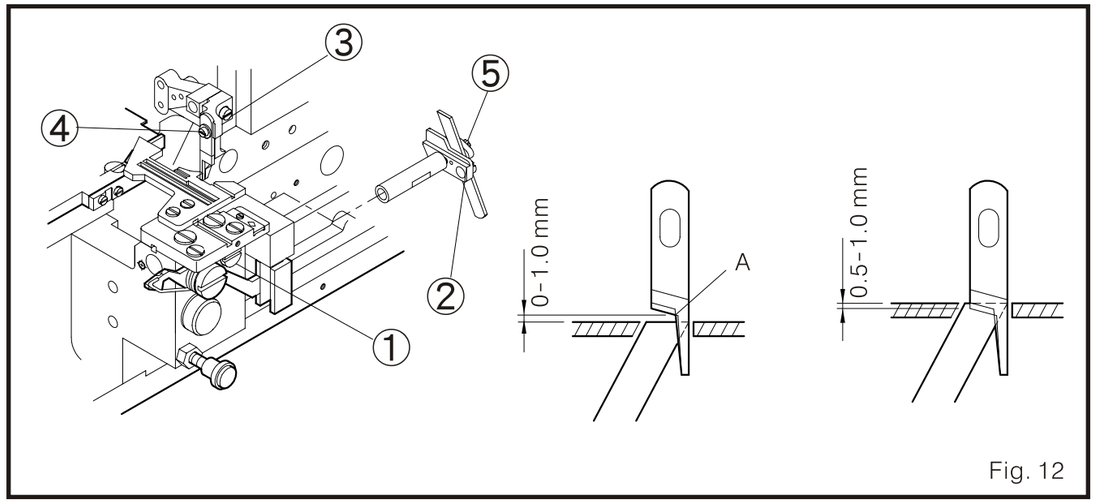

Fig. 12
8. Ajuste del ancho de costura (Fig. 12)
9. Desensamblar y ensamblar el rebordeador superior e inferior (Fig. 12)